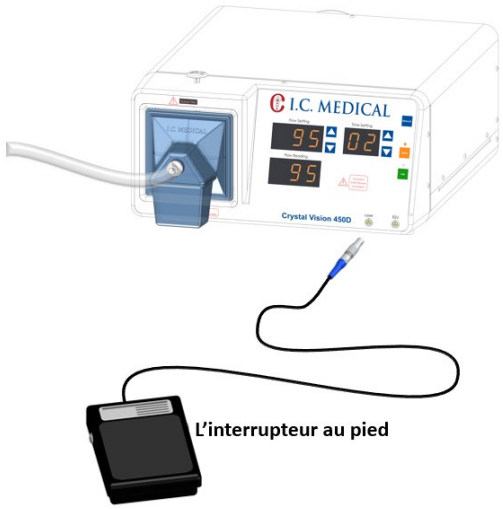

Figure 5 : Installation de l'interrupteur au pied
1. Branchez le connecteur de l'interrupteur au pied dans le port ESU/laser de l'évacuateur de fumée conformément à la figure 5.